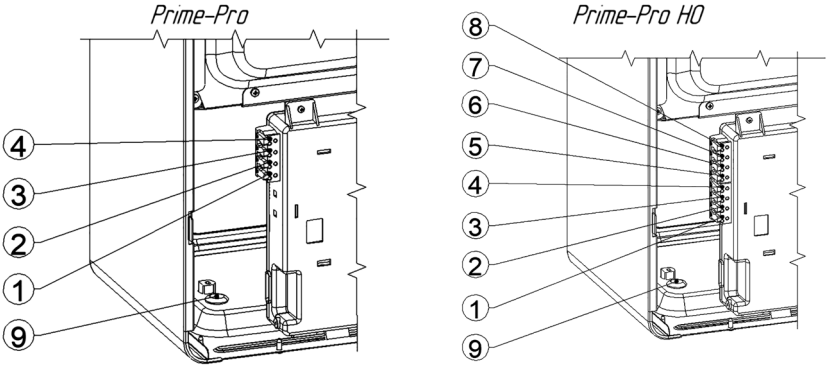

Рис. 11. Подключение дополнительных устройств
- удалить перемычку между клеммами 1 и 2 на колодке блока управления (рисунок 11);
- продеть двухпроводной кабель, идущий от термостата, через проходную муфту 9 в корпусе и подключите его к клеммам 1 и 2 (рисунок 11);
– продеть двухпроводной кабель, идущий от датчика, через проходную муфту 9 в корпусе и подсоедините его к клеммам 3 и 4 (рисунок 11);
– Продеть двухпроводной кабель, идущий от термостата БКН, через проходную муфту 9 в корпусе котла и подсоедините его к клеммам 5 и 6 (рис. 11)
– Извлечь сопротивление 2 кОм. Продеть двухпроводный кабель, идущий от датчика температуры БКН, через проходную муфту 9 в корпусе котла и присоединить его к клеммам 7 и 8 (рис.11)